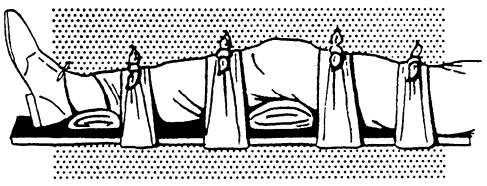

Figure 10-52.—Immobilization of fractured kneecap.
Carefully straighten the injured limb. Immobilize the fracture by placing a padded board under the injured limb. The board should be at least 4 inches wide and should reach from the buttock to the heel. Place extra padding under the knee and just above the heel, as shown in figure 10-52. Use strips of bandage to fasten the leg to the board in four places: (1) just below the knee, (2) just above the knee, (3) at the ankle, and (4) at the thigh. DO NOT COVER THE KNEE ITSELF. Swelling is likely to occur rapidly, and any bandage or tie fastened over the knee would quickly become too tight.